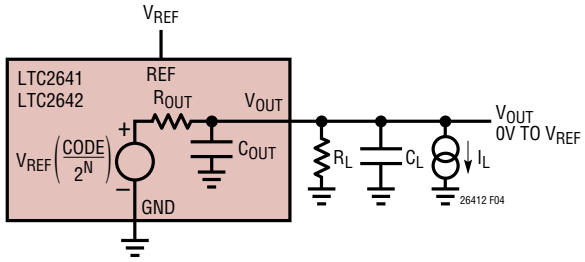

Figure 4. V_{OUT} Pin Equivalent Circuit
However, unbuffered operation requires that appropriate loading be maintained on the V_{OUT} pin. The LTC2641/LTC2642 V_{OUT} can be modeled as an ideal voltage source in series with a source resistance of R_{OUT}, typically 6.2k (Figure 4). The DAC's linear output impedance allows it to drive medium loads (R_L > 60k) without degrading INL or DNL; only the gain error is increased. The gain error (GE) caused by a load resistance, R_L, (relative to full scale) is:
(Figure 4). Settling to 1/2LSB at 16-bits requires about 12 time constants (ln(2 • 65,536)). The typical settling time of 1µs corresponds to a time constant of 83ns, and a total (C_{OUT} + C_L) of about 83ns/6.2k = 13pF. The internal capacitance, C_{OUT} is typically 10pF, so an external C_L of 3pF corresponds to 1µs settling to 1/2LSB.